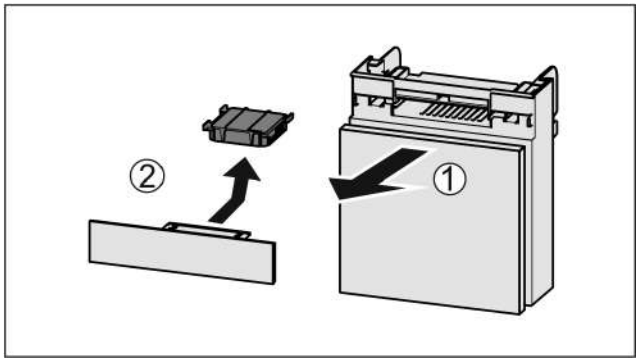

Fig. 148
- ▶ Retire el compartimiento hacia delante *Fig. 148 (1)*.
- ▶ Retire el filtro de carbón activo *Fig. 148 (2)*.